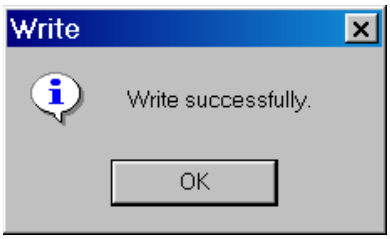

Figure 2-46 SD Card Drive "Write Successful" Confirmation Dialog Screen
6. Enter the desired User Access Code, then select "Write". TapTalk will display a "Write Successfully" confirmation screen (Figure 2-46).